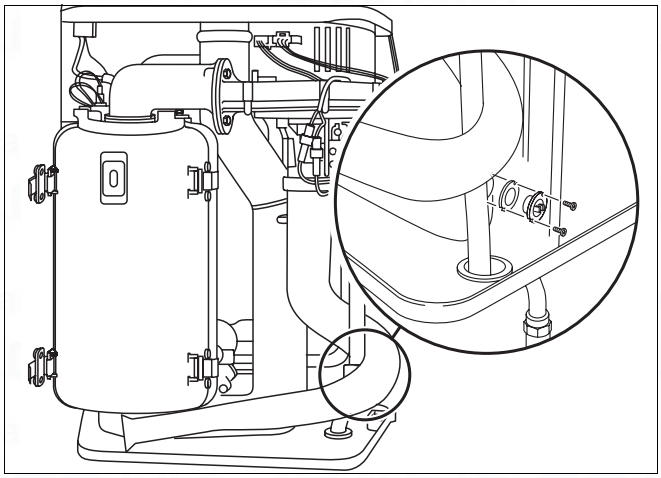

Fig. 38 Buderus 600 - 11R / 19R / 24R : replacing the flue gas sensor
- Remove the flue gas sensor and replace with a new unit (fig. 38).